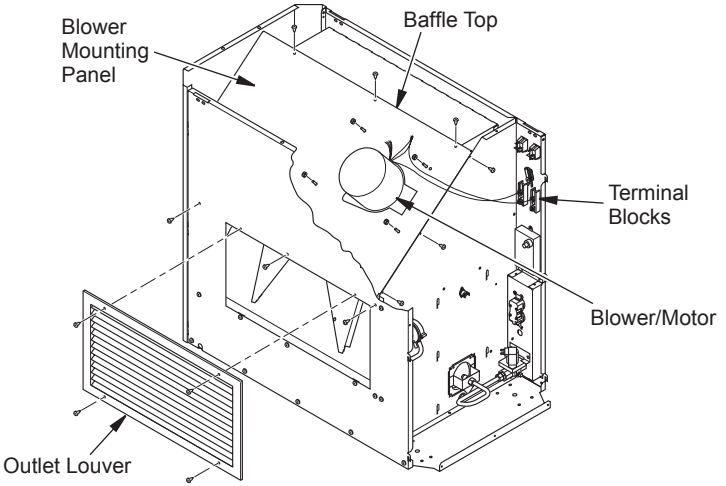

Figure 11 - Removing Blower/Motor Assembly
2. Remove 4 screws securing outlet louver to front panel (see Figure 11, page 14).
4. Remove 9 screws securing blower mounting panel (see Figure 11, page 14). Bend baffle top up and carefully lift entire assembly out of heater.